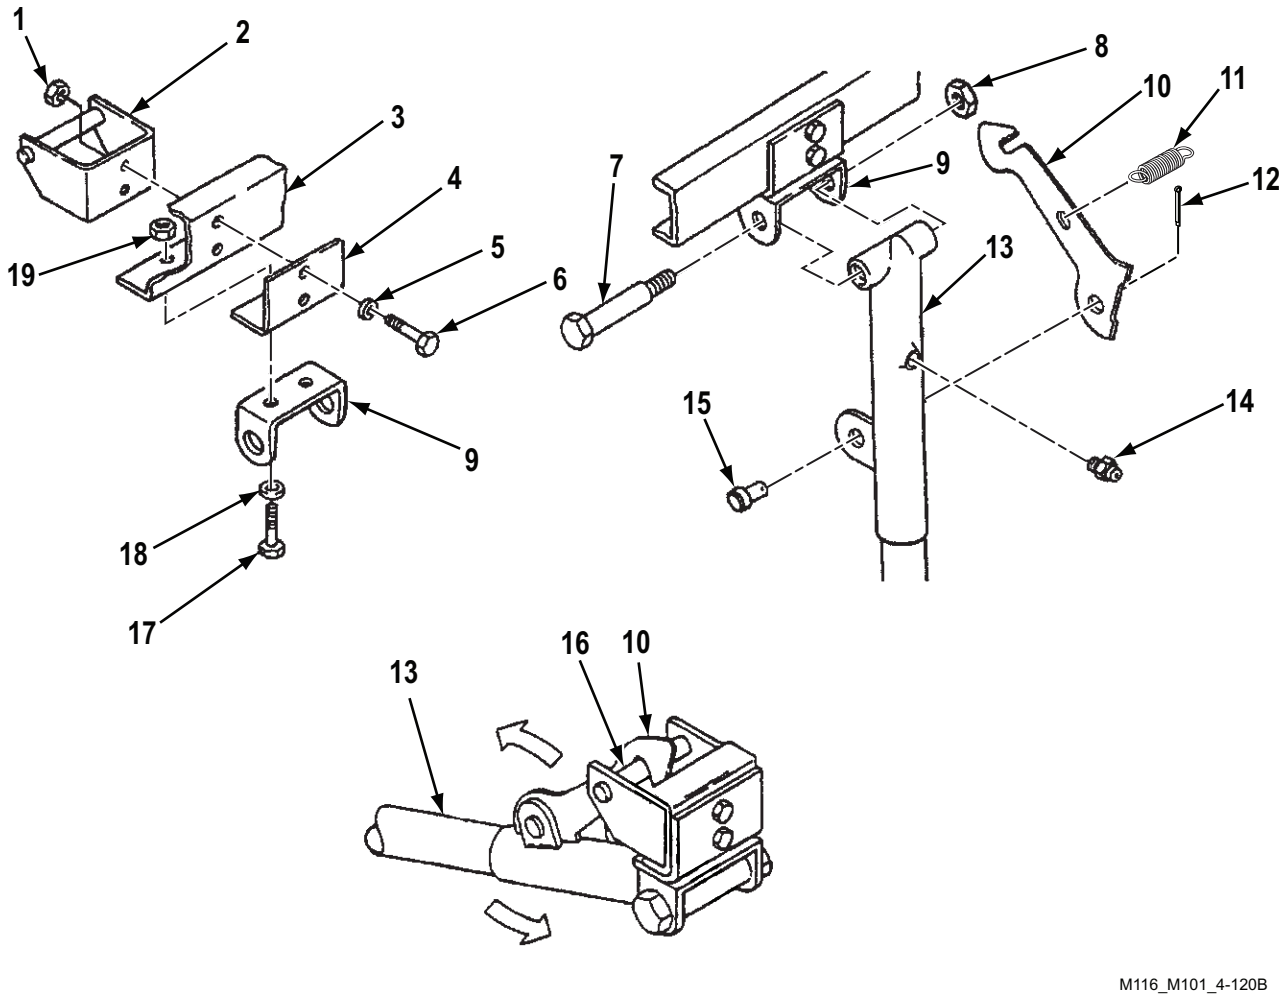

Figure 2. Rear Stabilizer Replacement.
1. Install brackets (Figure 2, Items 2 and 4) on frame (Figure 2, Item 3) with two cap screws (Figure 2, Item 6), new lockwashers (Figure 2, Item 5), and nuts (Figure 2, Item 1).
2. Install bracket (Figure 2, Item 9) on frame (Figure 2, Item 3) and bracket (Figure 2, Item 4) with two cap screws (Figure 2, Item 17), new lockwashers (Figure 2, Item 18), and nuts (Figure 2, Item 19).
3. Install lubrication fitting (Figure 2, Item 14) on rear stabilizer (Figure 2, Item 13).
4. Install spring (Figure 2, Item 11) and latch hook (Figure 2, Item 10) on rear stabilizer (Figure 2, Item 13).
5. Install latch hook (Figure 2, Item 10) on rear stabilizer (Figure 2, Item 13) with straight pin (Figure 2, Item 15) and new cotter pin (Figure 2, Item 12).
6. Install rear stabilizer (Figure 2, Item 13) on bracket (Figure 2, Item 9) with shoulder bolt (Figure 2, Item 7) and new self-locking nut (Figure 2, Item 8).
7. Swing rear stabilizer (Figure 2, Item 13) up until latch hook (Figure 2, Item 10) hooks onto up-latch pin (Figure 2, Item 16).